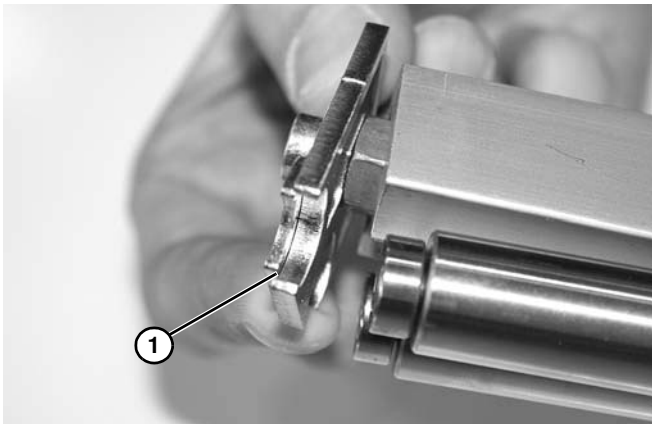

Abbildung 66
6. Äußere und innere Endplatte **(Abbildung 66, Teil 1)** entfernen.